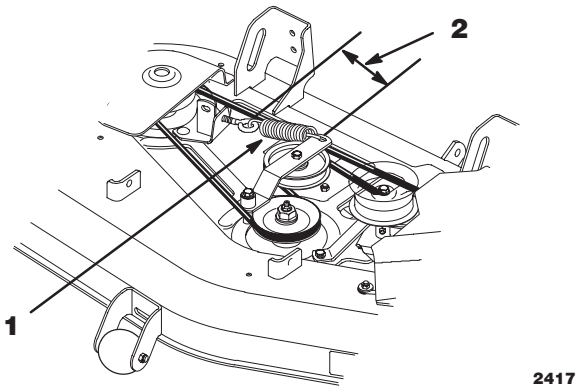

Abbildung 29
3. Die Führungsrollenfeder lösen und den Riemen von den Riemenscheiben abnehmen (Abb. 29).
2. Die Spannung der Führungsrollenfeder so einstellen, daß die Länge zwischen den Haken 140 mm (5–1/2”) beträgt (Abb. 29).